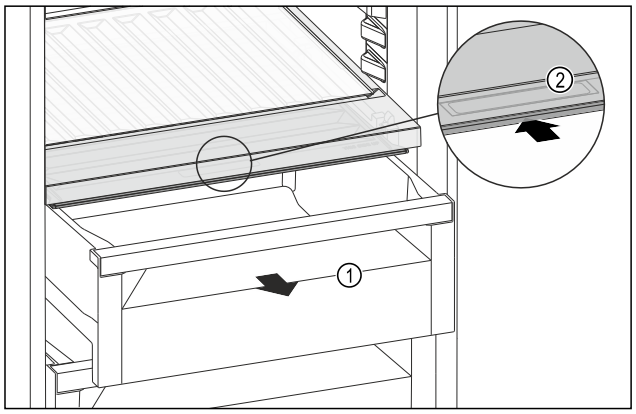

Fig. 121
▶ Vedä säilytyslokero *Fig. 121 (1)* ulos.
▶ Tartu lokeron kannessa olevaan tartuntakohtaan *Fig. 121 (2)* ja vedä lokeron kantta samanaikaisesti taaksepäin.